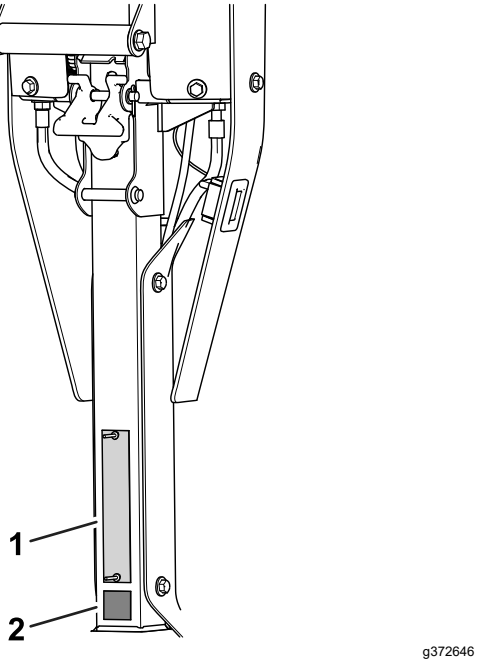

Figur 6
- Montera CE-dekalen under serienummerplåten (Figur 6).